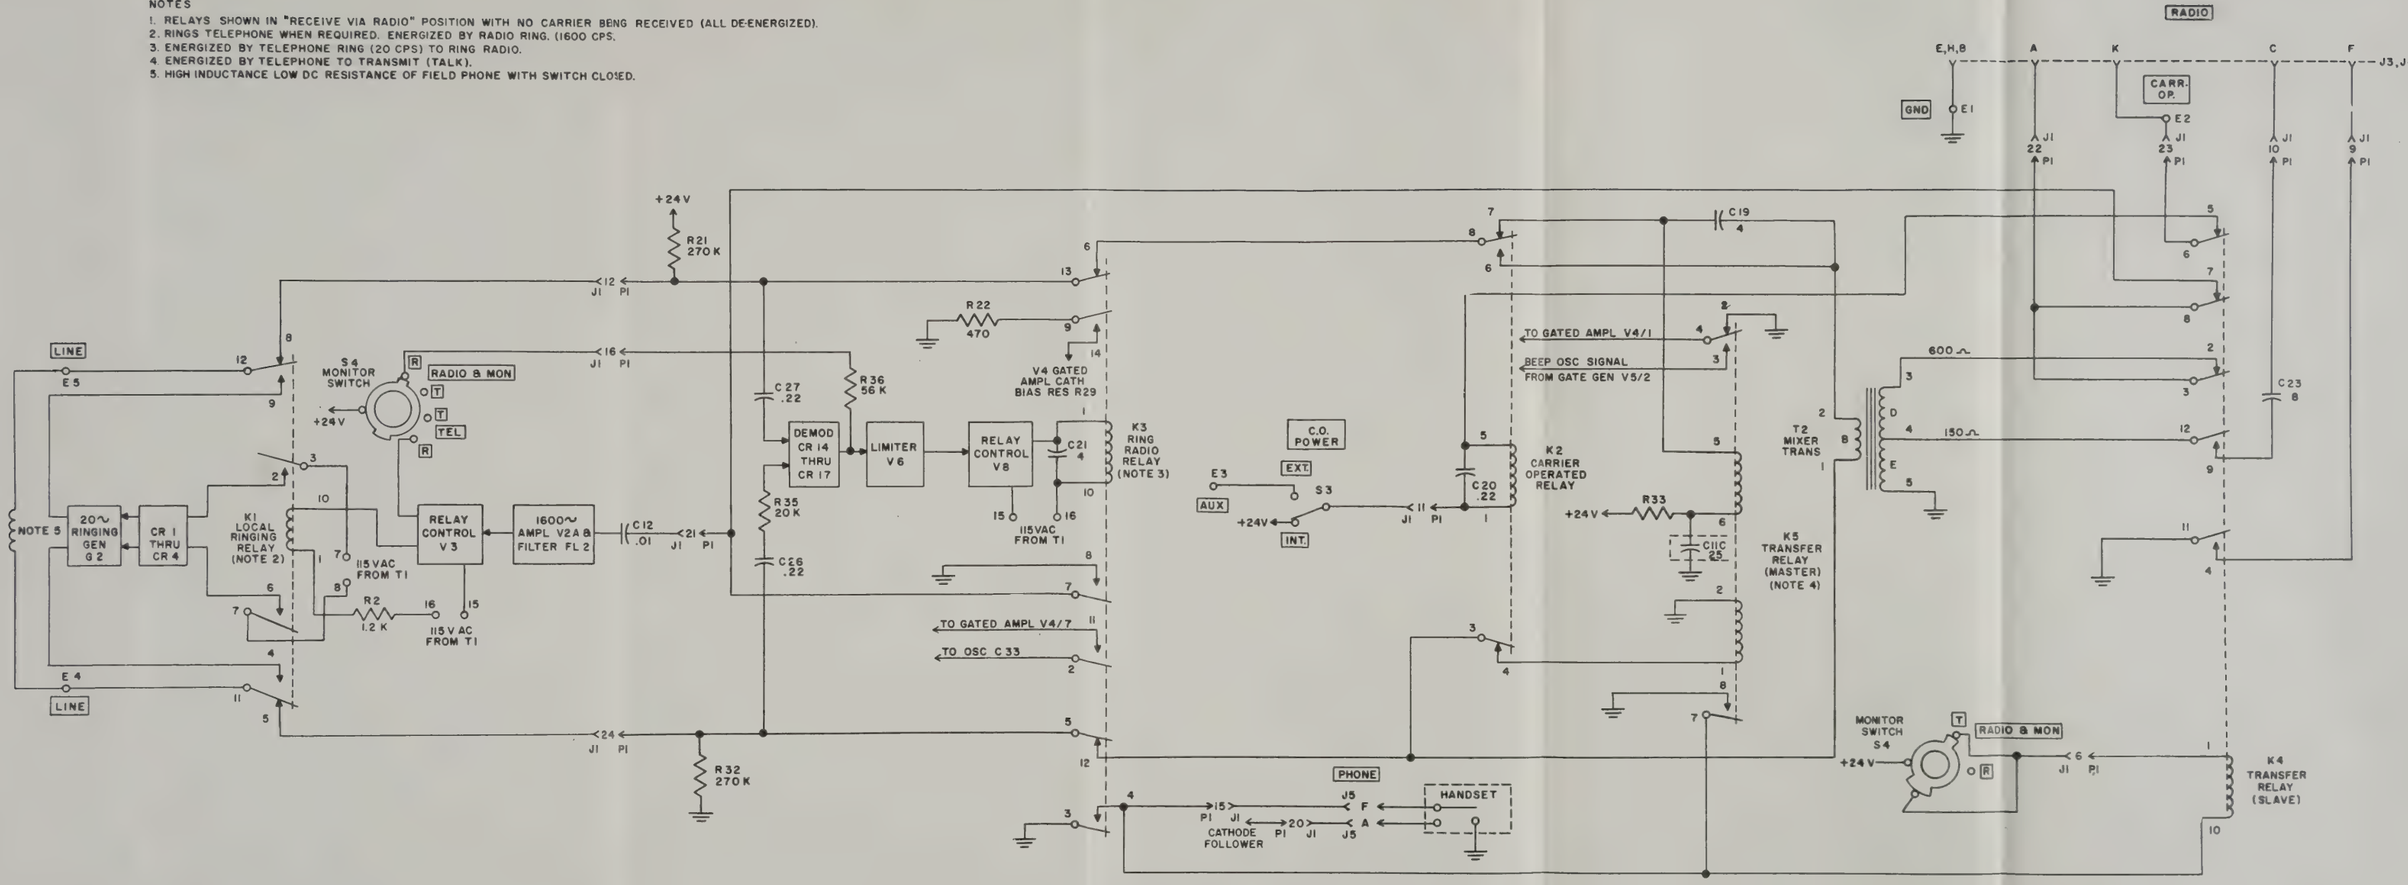

Figure 16. Radio Set Control AN/GSA-7, functional diagram.
e. When relay K3 operates, the contacts (fig. 16) operate as follows:
(1) Contacts 2 and 11 close; this causes the frequency of oscillator V7B to be shifted to 1,600 cps as described in paragraph 26*a*.
(2) Contacts 9 and 14 close and bring gated amplifier V4 out of cutoff as described in paragraph 27. This allows the 1,600-cps signal from the oscillator to be applied to mixer transformer T2 and from there (through relay K4, contacts 12 and 9) to the transmitter to modulate the rf carrier.
(3) Contacts 7 and 8 close and ground the audio input circuit to V2A from the radio receiver (par. 22*a*); this prevents the operation of the local ringing relay.
(4) Contacts 6 and 13 and 5 and 12 open, removing all loads from the local telephone line except the 20-cps ringing circuit.
(5) Contacts 3 and 4 close and complete the ground circuit for transfer relay K4. The 24-volt dc energizing voltage is applied to the K4 coil when the monitor switch is in the T or R RADIO & MON position. The functions of the K4 contacts are given in paragraph 24.
24. Transfer Relay K4 Circuits (fig. 16)
(fig. 16)
a. When the push-to-talk switch in the local telephone handset is closed, a high impedance, low resistance inductance is placed across the telephone line. The circuit involved is shown in figure 16. Because the coil of K5 is split into two sections, and the effective center tap is at alternating current (ac) ground (pin 2 directly to ground, pin 6 through C11C), telephone line balance is maintained. Because the K5 coils have a high impedance, the speech characteristics of the line are unimpaired. When the monitor switch is set in either the R or T RADIO & MON switch position, 24 volts is applied to the coils of K5. Closing the telephone handset switch completes the dc path through winding 6–5 of K5, contacts 7 and 8 of K2, contacts 6 and 13 of K3, contacts 8 and 12 of K1 and through LINE terminal E5 to the field telephone. The dc path continues through the field telephone, LINE terminal E4, contacts 11 and 5 of K1, contacts 5 and 12 of K3, and contacts 3 and 4 of K2, to winding 1–2 of K5. This energizes relay K5 and the contacts operate as explained in *b* and *c* below.
d. The output of V4, whether 2,000-cps warning tone or 1,600-cps ringing tone, is applied to mixer transformer T2, winding F. This signal is coupled to output winding E, terminals 4 and 5, and to winding B. Windings B and E of T2 are shown in figure 16. From terminal 4 of winding E, the signal is passed through contacts 12 and 9 (closed when the monitor switch is in either R or T RADIO & MON position) of transfer relay K4 and C23 to terminal C of the RADIO connectors. The audio signal is fed to the transmitter to modulate the rf carrier. The warning tone signal coupled to winding B is applied to the LINE terminals. The circuit from terminal 1 of winding B is completed through terminals 12 and 5 of K3 and 5 and 11 of K1 to LINE terminal E4. The circuit from terminal 2 of winding B is completed through dc blocking capacitor C19, contacts 7 and 8 of K2, contacts 6 and 13 of K3, and contacts 8 and 12 of K1 to LINE terminal E5.